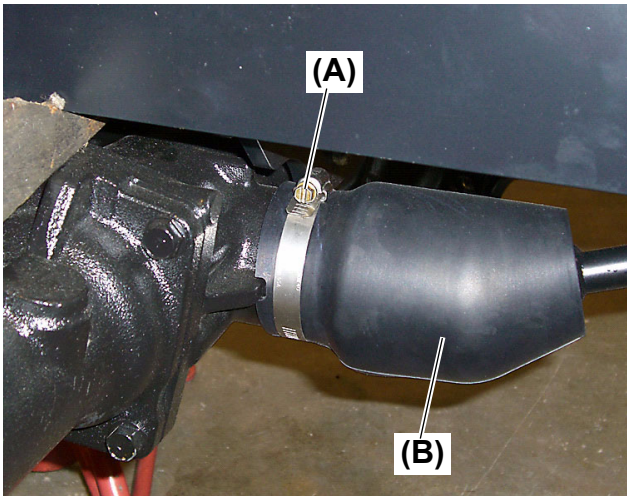

Fig. 2
1. Loosen the hose clamp **(Fig. 2, (A))**.
2. Slide the shaft cover **(Fig. 2, (B))** up the drive shaft to expose the drive shaft coupler end.